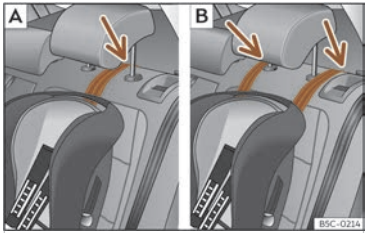

Fig. 37 Asientos traseros: ajuste y montaje en función del cinturón Top Tether.
- Coloque la correa por debajo del apoyacabezas (en función de las instrucciones de la propia silla, levante o retire el apoyacabezas si fuera necesario) ››› **fig. 37**.